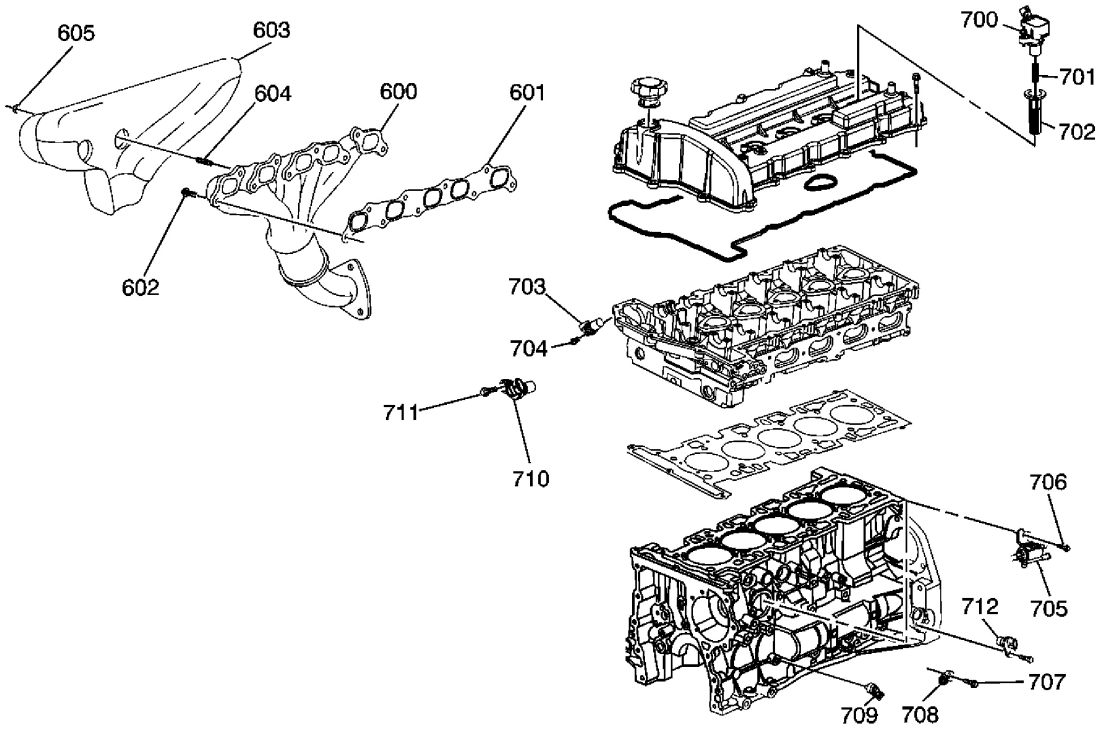

**Fig. 21: Identificación de los componentes de escape del motor**
**Llamadas con respecto a la Fig. 21**